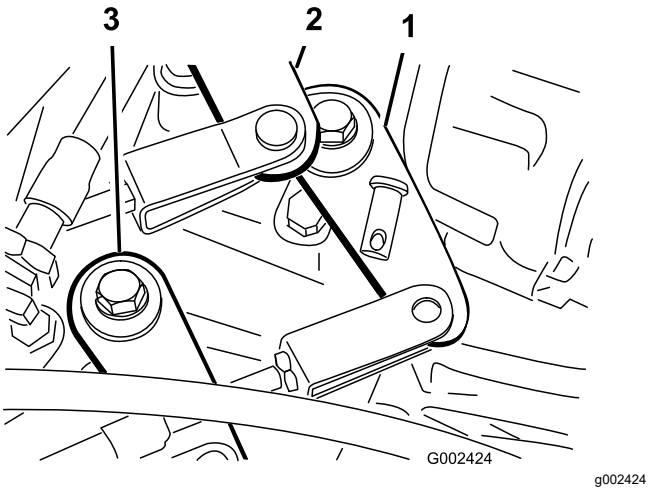

Figuur 54
2. Verwijder de gaffelpennen waarmee de kabels van het schakelmechanisme zijn bevestigd aan de schakelarmen van de transaxle (Figuur 54).
1. Verwijder de gaffelpennen waarmee de kabels van het hoog/laag-mechanisme zijn bevestigd aan de transaxle (Figuur 54).